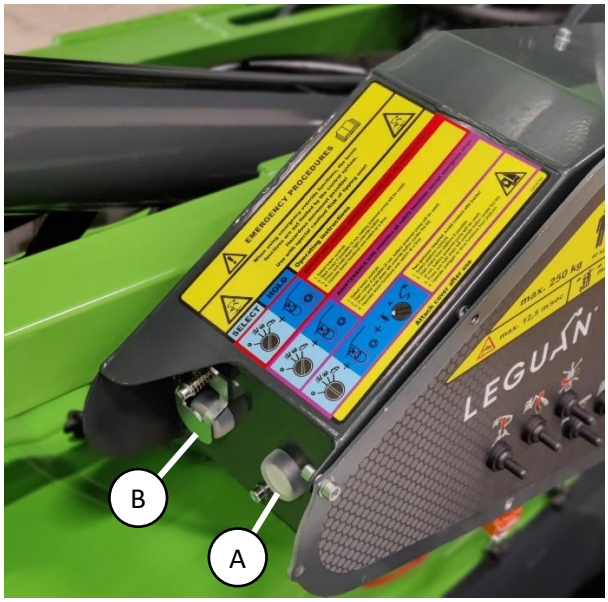

Rysunek 9. Przyciski pominięcia
Na potrzeby ewentualnych sytuacji awaryjnych platforma dostępowa jest wyposażona w przycisk pominięcia kontroli obciążenia i przycisku zatrzymania awaryjnego platformy (rysunek 9 (A)). Przycisku można używać wyłącznie w **ekstremalnych sytuacjach awaryjnych**, na przykład utrata przytomności operatora na platformie, uaktywnienie przycisku zatrzymania awaryjnego i konieczność obniżenia platformy ze względów bezpieczeństwa. Platformę należy przesuwać w kierunkach zmniejszających moment wywracający (w kierunku środka maszyny). **Producent nie ponosi odpowiedzialności za niewłaściwe użycie funkcji!** Przycisk pominięcia znajduje się po lewej stronie dolnego panelu sterowania i działa tylko, jeśli dolne sterowanie jest wybrane jako aktywne stanowisko sterowania.
3. Nacisnąć i przytrzymać przycisk sterowania ręcznego bliżej operatora (rysunek 9 (A)).
Na potrzeby ewentualnych sytuacji awaryjnych platforma dostępowa jest wyposażona w przycisk pominięcia funkcji bezpieczeństwa (rysunek 9 (B)). Umożliwia on sterowanie funkcjami jazdy, podpory wysuwnej i wysięgnika w sytuacjach awaryjnych. Z funkcji można skorzystać np. w sytuacji, gdy uległ awarii czujnik, a maszynę należy przemieścić w bezpieczne miejsce w celu naprawy. **Zachować szczególną ostrożność i używać funkcji wyłącznie w sytuacjach awaryjnych!**
3. Nacisnąć i przytrzymać przycisk pominięcia pod pokrywą dalej od operatora (rysunek 9 (A)).